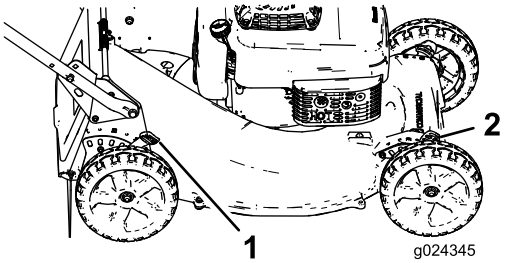

Figur 11
1. Dra klipphöjdsspaken mot hjulet (Figur 11) och flytta spaken till önskat läge.